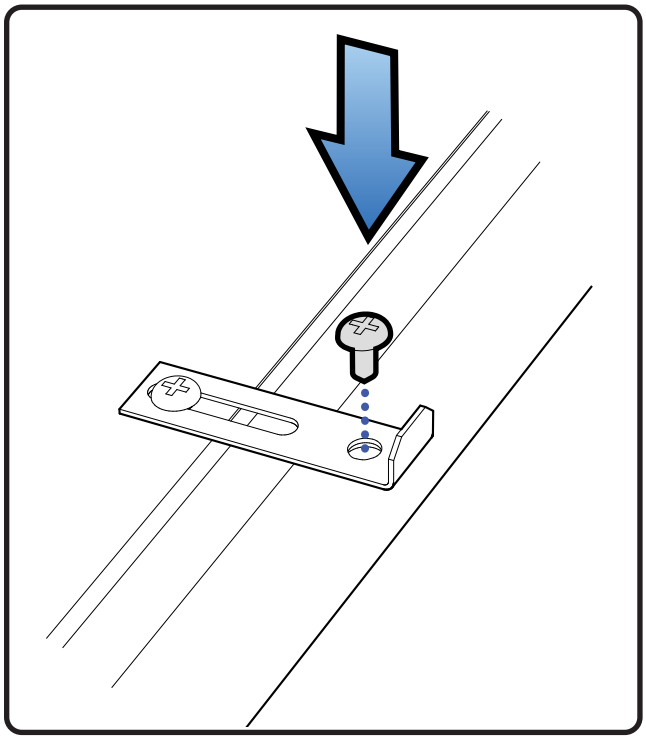

Fig. 12
1. Løsne skruen på viftedøren og åpne døren (se Fig. 12).